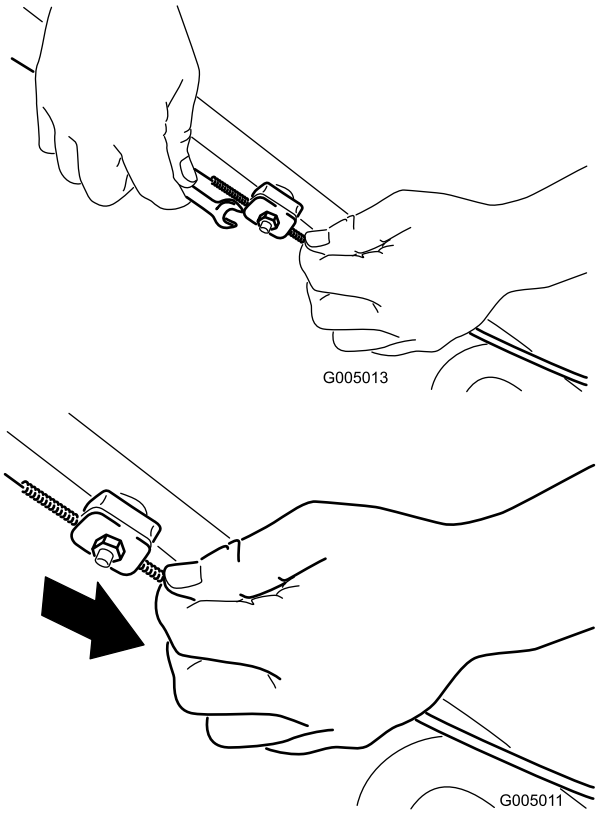

Figura 27
1. Afloje la tuerca del soporte del cable (Figura 27).
2. Tire hacia abajo de la cubierta del cable (hacia el cortacésped) hasta eliminar la holgura en el cable (Figura 27).